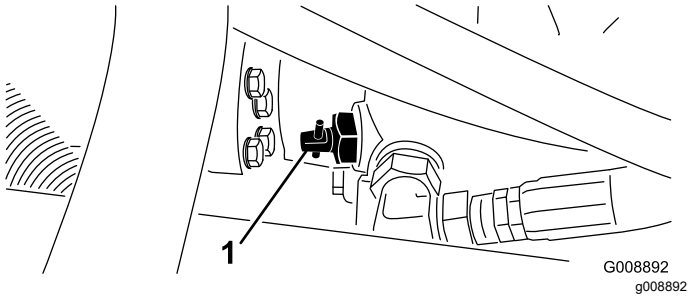

Figur 41
1. Find omløbsventilen på pumpen (Figur 41), og drej den 90°.